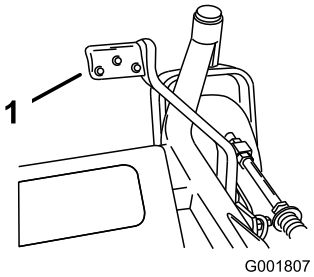

Rysunek 27
2. Naciśnij dźwignię wspomagania podnoszenia, ciągnąc dźwignię wysokości koszenia do góry (Rysunek 27).